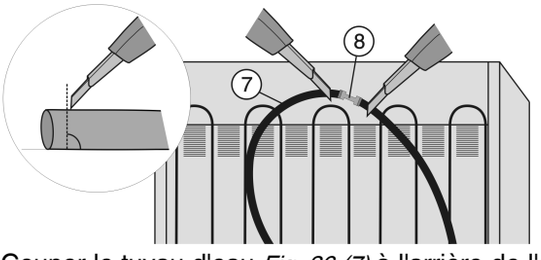

*Fig. 36*
- ▶ Couper le tuyau d'eau *Fig. 36 (7)* à l'arrière de l'appareil et derrière le connecteur *Fig. 36 (8)* (90° en direction du tuyau).